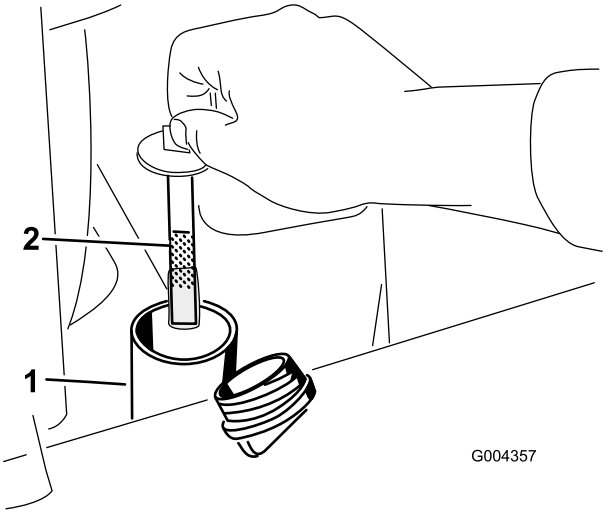

Figur 57
5. Ta bort hydraultanklocket och oljestickan (Figur 57).